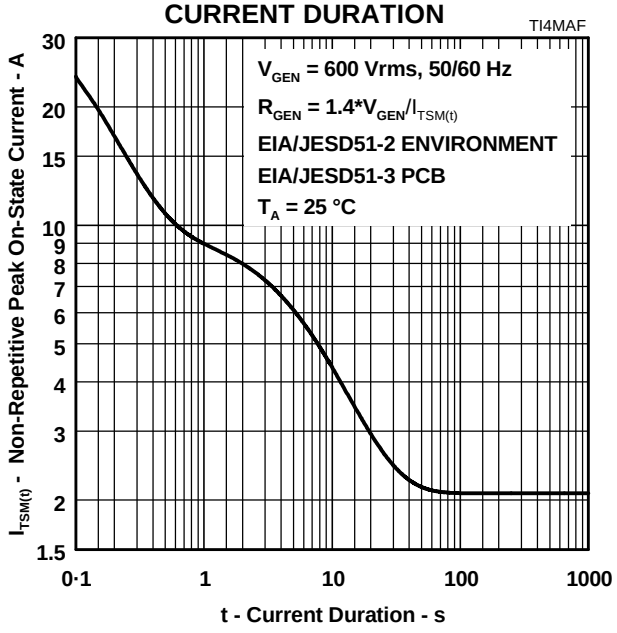

Figure 8.
5. EIA/JESD51-2 environment and EIA/JESD51-3 PCB with standard footprint dimensions connected with 5 A rated printed wiring track widths. See Figure 8 for the current ratings at other durations. Derate current values at -0.61 %/°C for ambient temperatures above 25 °C
The protector can withstand currents applied for times not exceeding those shown in Figure 8. Currents that exceed these times must be terminated or reduced to avoid protector failure. Fuses, PTC (Positive Temperature Coefficient) resistors and fusible resistors are overcurrent protection devices which can be used to reduce the current flow. Protective fuses may range from a few hundred milliamperes to one ampere. In some cases it may be necessary to add some extra series resistance to prevent the fuse opening during impulse testing. The current versus time characteristic of the overcurrent protector must be below the line shown in Figure 8. In some cases there may be a further time limit imposed by the test standard (e.g. UL 1459 wiring simulator failure).